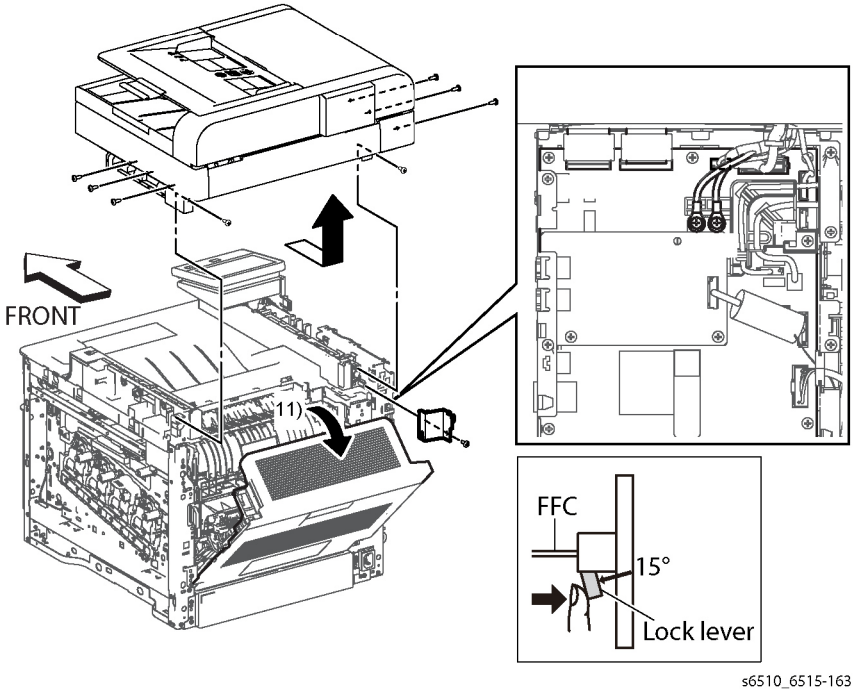

Figure 1 Disconnect Harness and Remove the Scanner Assembly
4. Refer to Figure 1 to remove the screw (silver, tapping, M3x8) attaching the Left Rear Inner IIT Cover and remove the cover.
5. Refer to Figure 1 to remove the two screws (silver, M3x6mm) attaching the green and black ground harnesses.